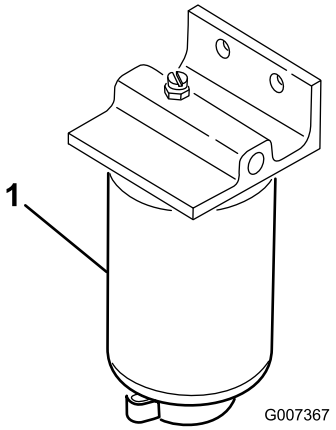

Figur 46
1. Plasser en ren beholder under drivstoffilteret (Figur 46).
2. Rengjør området der filteret skal monteres (Figur 46).